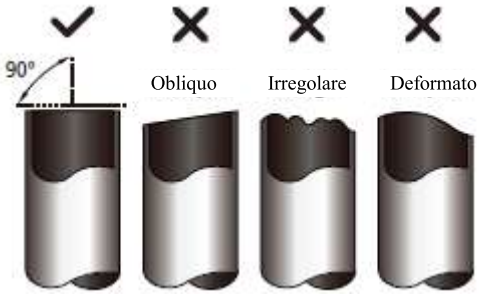

Fig. 5.1
3. Assicurati che il tubo sia tagliato con una perfetta angolazione di 90°. Fa' riferimento alla Fig. 5.1 per esempi di tagli errati.